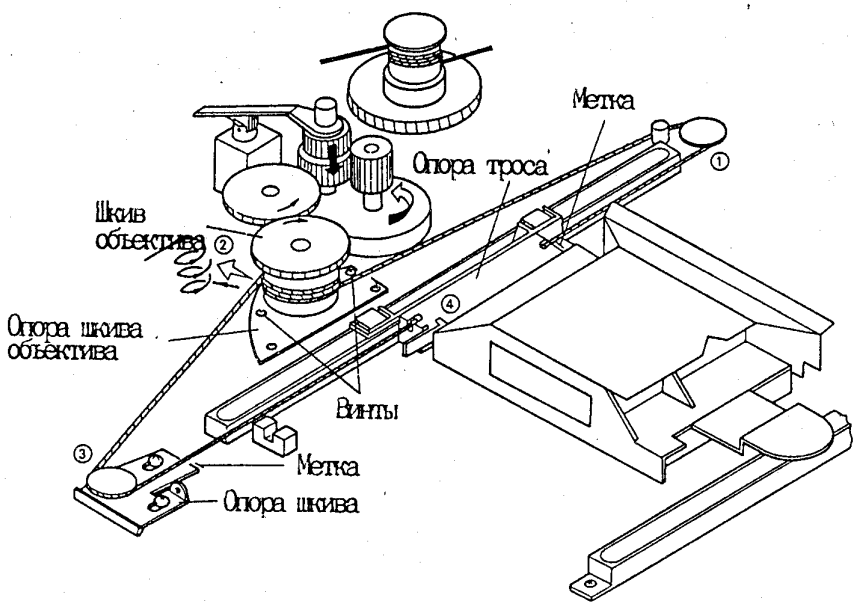

Рис. 2-6
Этот узел точно отрегулирован на заводе-изготовителе при помощи специальных приборов. Нельзя снимать никакие части, за исключением показанных на рис. 2-6, а также ослаблять никакие винты, за исключением показанных на этом рисунке.
I. Снять два винта, крепящие опору шкива объектива и снять шкив объектива (см. рис. 2-6).
2. Намотать трос на шкив объектива, как показано на рис. 2-6 и закрепить его двумя винтами.